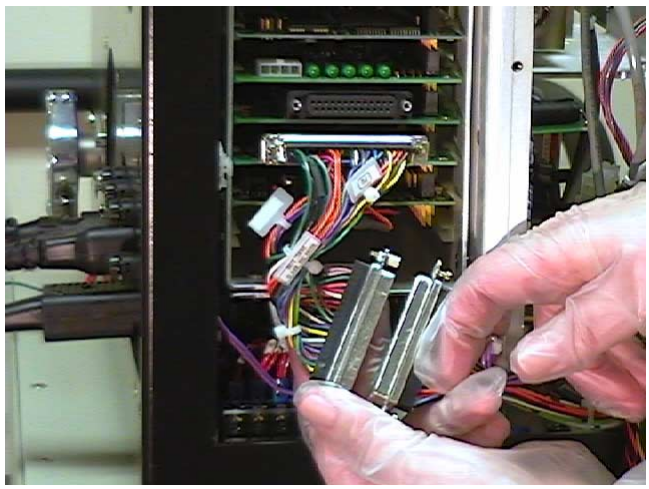

Figure 7-4 Shared Power Cable
CAUTION *The connector on the I/O Board is a shared connector with the Quad Serial Board. Do not remove the connection to the I/O Board or to the Quad Serial Board (not visible in Figure 7-4).*
2. Disconnect the shared power cable (Figure 7-4) backing the screws out just enough to separate the connection.